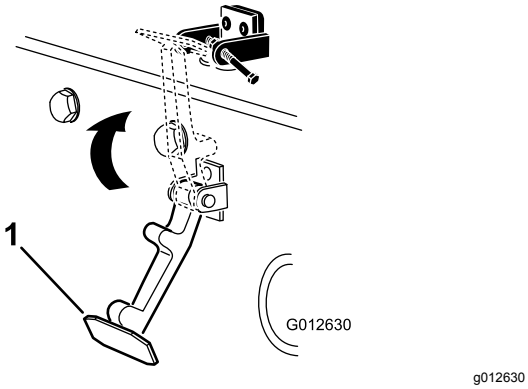

**Figur 5**
6. Kroka fast spärren på motorhuvslåsfästet (Figur 5).